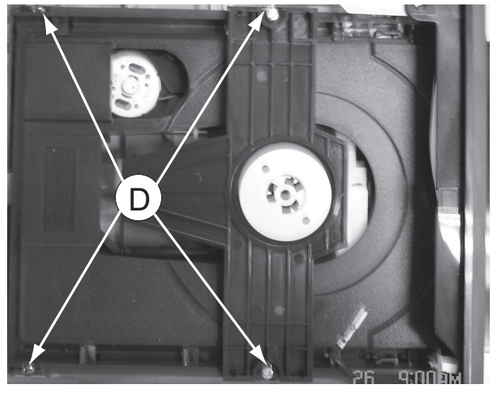

Figure 7
1) Loosen 4 screws “ D “ at the DVD Module as shown in figure 7.